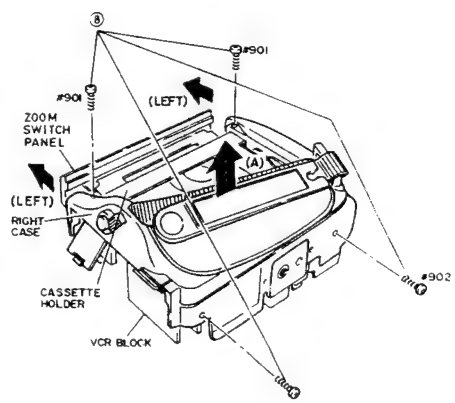

Fig. 2-16
9: Remove four (4) screws holding the right case. (See Fig. 2-16)